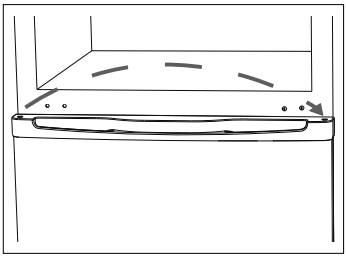

Abb. 9
- Entfernen Sie den Blindstopfen für den Scharnierzapfen von der linken Kühlraumtürseite und setzen Sie ihn in das Loch auf der rechten Seite ein (siehe **Abb. 9**).
- Entnehmen Sie die Kühlraumtür (5).
- Lösen Sie die beiden Halterungsschrauben des unteren Scharniers und entfernen Sie es. Verwenden Sie einen 8er-Schraubenschlüssel oder einen Kreuzschlitz-Schraubendreher (siehe **Abb. 9**).
- Entfernen Sie auch den Stellfuß auf der gegenüberliegenden Seite (siehe **Abb. 9**).